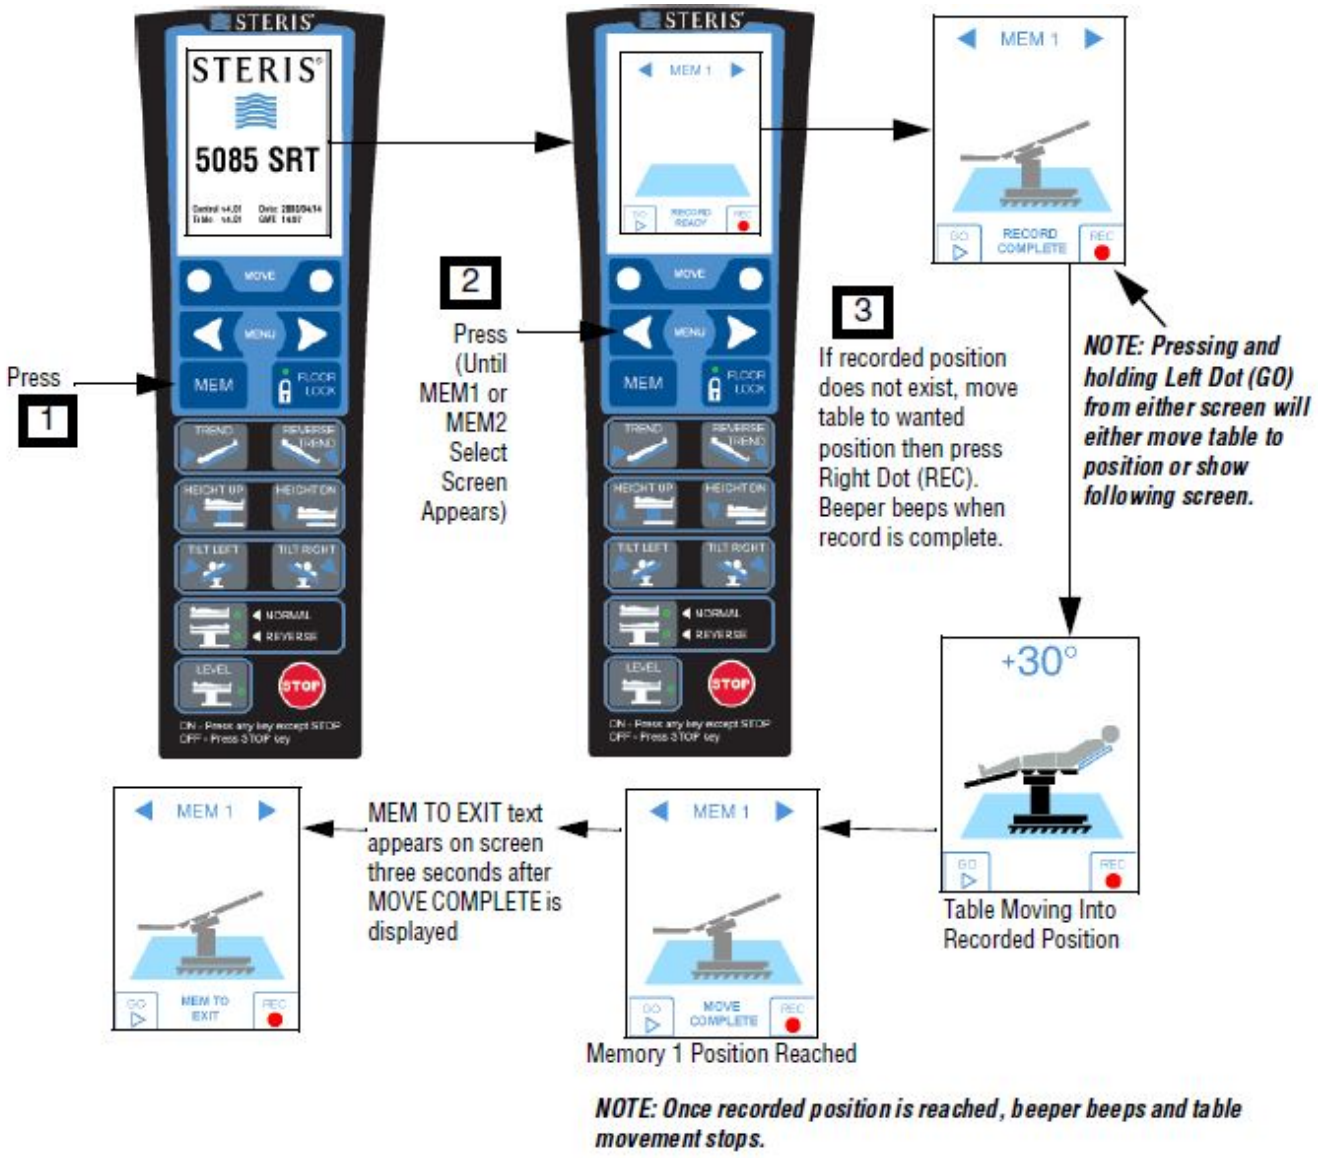

Figure 5-8. Record Function (Typical)
6. **Pressing MEM button then Back Arrow button on Primary Hand Control until MEM1 or MEM2 Select Screen appears as shown in *Figure 5-8*.**